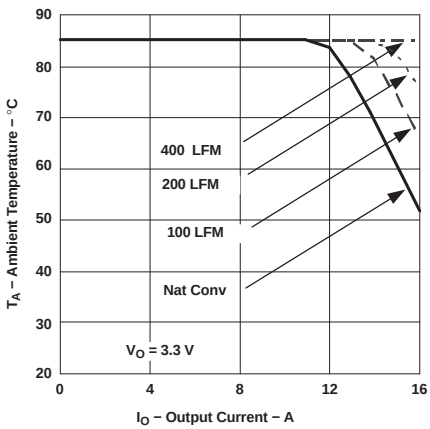

Figure 10. Safe Operating Area
(2) The temperature derating curves represent the conditions at which internal components are at or below the manufacturer's maximum operating temperatures. Derating limits apply to modules soldered directly to a 100 mm x 100 mm double-sided PCB with 2 oz. copper. For surface mount packages (AS and AZ suffix), multiple vias must be utilized. Please refer to the mechanical specification for more information. Applies to Figure 10.